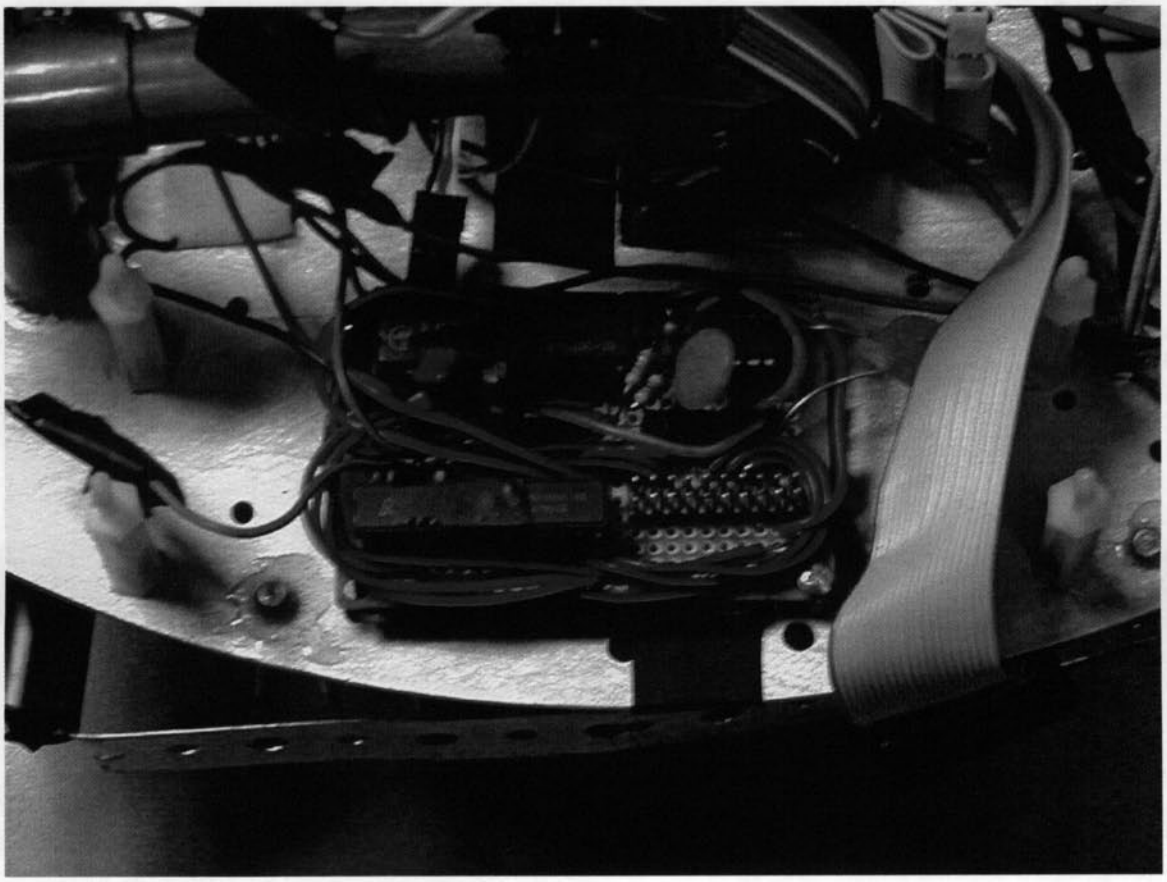

Fig. 11 – Arm Frequency Generator Board
- Connect the green wire labeled "U/D" coming from Pin 26 on Altera chip #1 to the yellow wire on the up/down servo connector. See Fig. 11.